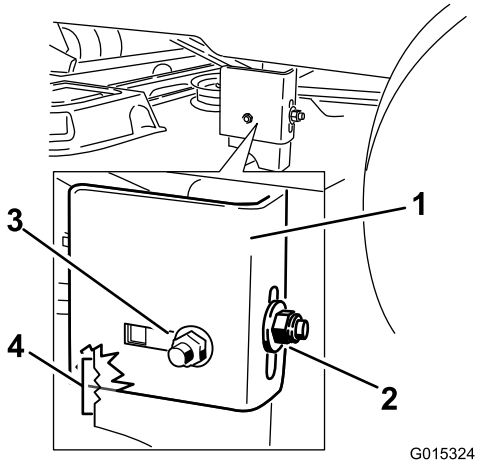

Figure 54
9. Loosen the rear locking nut on the hanger bracket (Figure 54).
10. Loosen the side locking nut on the hanger bracket just enough to allow the hanger to be adjusted (Figure 54).
11. Stop the deck at the adjusted position and tighten the side locking nut on the hanger bracket to hold the new position (Figure 54). Tighten the rear locking nut on the hanger bracket.